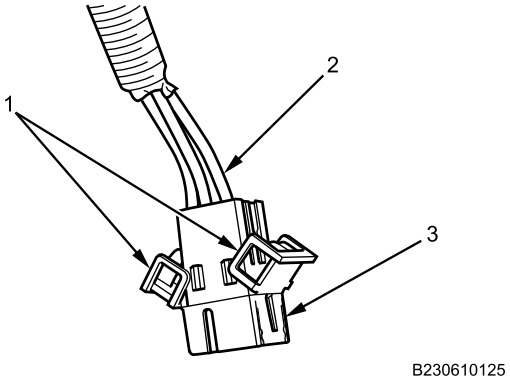

Figure 10. Rear Door/Ramp Control Harness Connector Installation.
1. Position rear door/ramp control harness along right harness channel. Install three rear door/ramp control wires (Figure 10, Item 2) in connector body (Figure 10, Item 3). Close and latch terminal retaining tabs (Figure 10, Item 1).